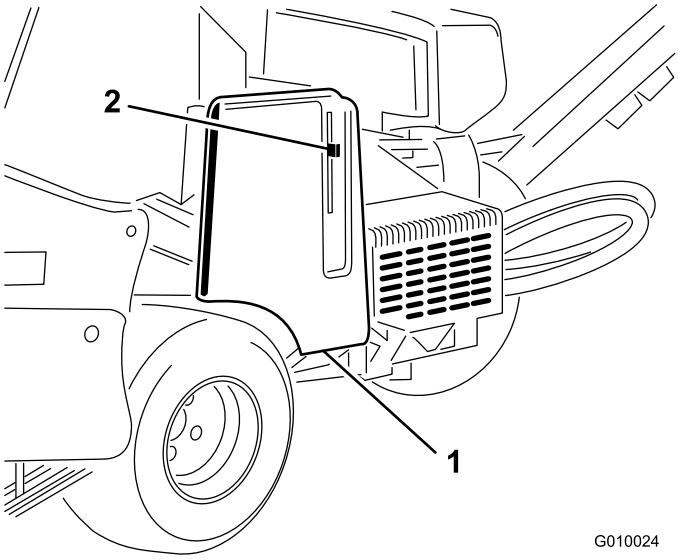

Figur 17
2. Lossa och ta bort remkåpan (Figur 17).